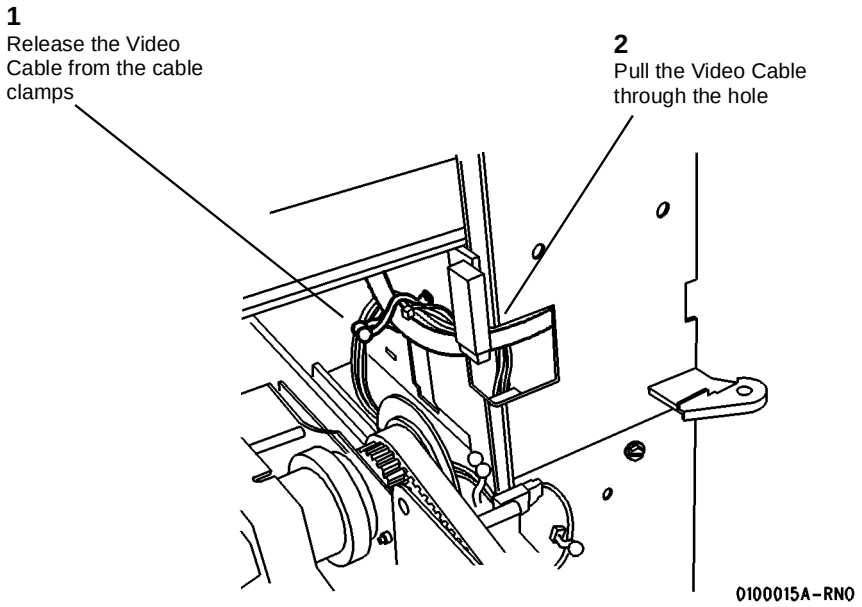

**Figure 5 Preparing the Video Cable for Removal**
11. (Figure 5): Release the Video Cable from the cable clamps and pull it through the hole in the frame.